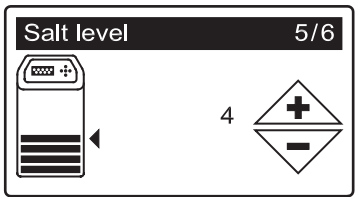

FIG. 6
9. **SALT LEVEL** Press the UP (▲) or DOWN (▼) buttons to set the salt level (See Figure 6). It should match the lowest number visible on the brinewell decal above the salt.